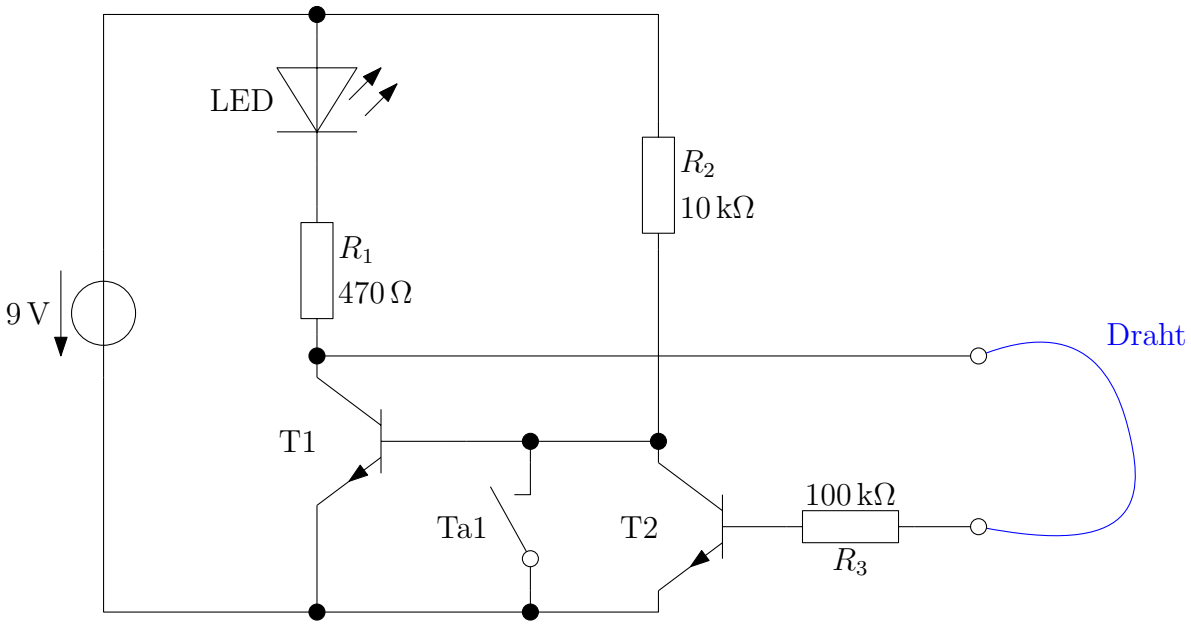

Abbildung 2.19: Experiment – Alarmschaltung mit Gedächtnis
**Versuchsaufbau, -durchführung und Beobachtung** Bauen Sie die Schaltung nach Abb. 2.19 auf. Wird der eingezeichnete Draht unterbrochen, beginnt die LED zu leuchten. Wird die Verbindung des Drahtes wieder hergestellt, leuchtet die LED weiter. Erst ein Drücken des Tasters Ta1 bringt die LED zu verlöschen.